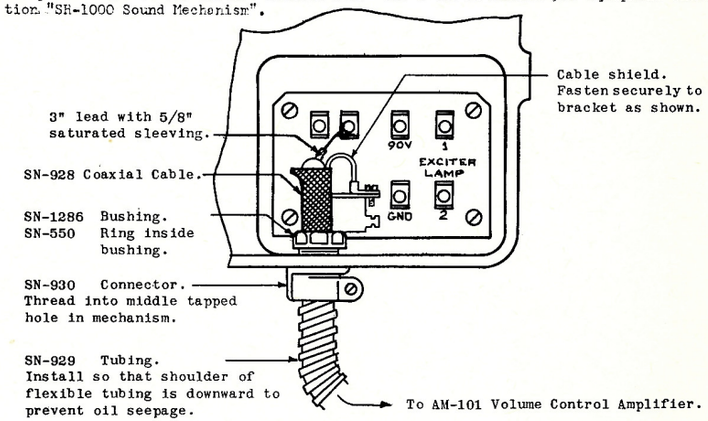

FIGURE 1. INSTALLATION OF SH-2100 IN SH-1000 SOUND MECHANISM
A. Install the SH-2100 per Figures 1 and 2.